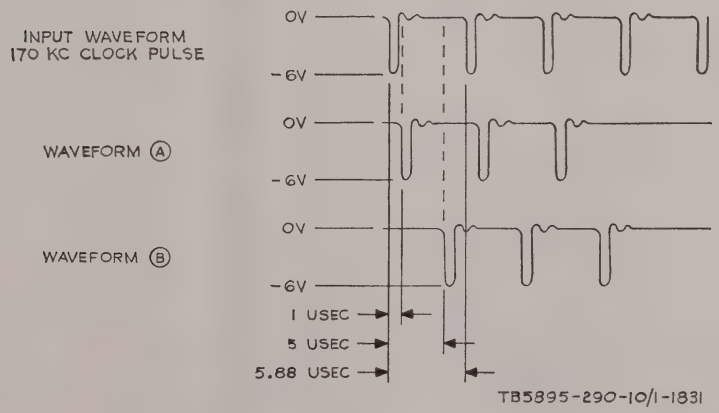

Figure 13. Marker intensity pedestal generator card assembly 547949, waveform diagram.
l. Observe that the waveform at jack $\overline{W}$ is three −6-volt pulses delayed approximately 1-μsec in reference to the clock pulse, see figure 13 waveform Ⓐ.
m. Observe that the waveform at jack $\overline{C}$ is three −6-volt pulses delayed approximately 5-μsec in reference to the clock pulse, see figure 13 waveform Ⓑ.